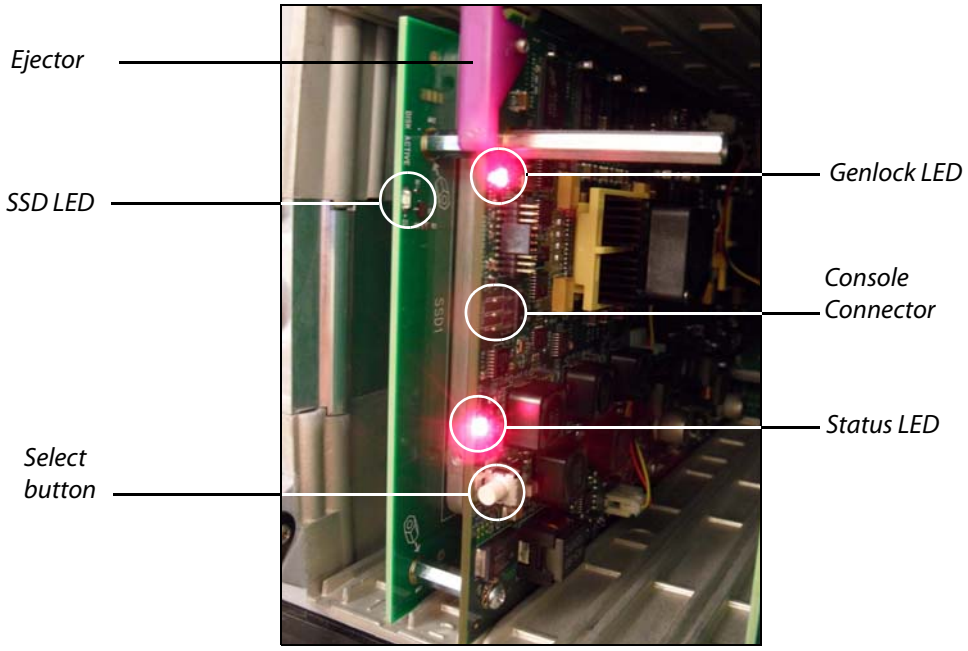

*Figure 2-4. SSP-3801 card's front edge components*
1. Push the **Select** button on the SSP-3801 card edge (see figure 2-4) to assign the local control panel to operate the SSP-3801.